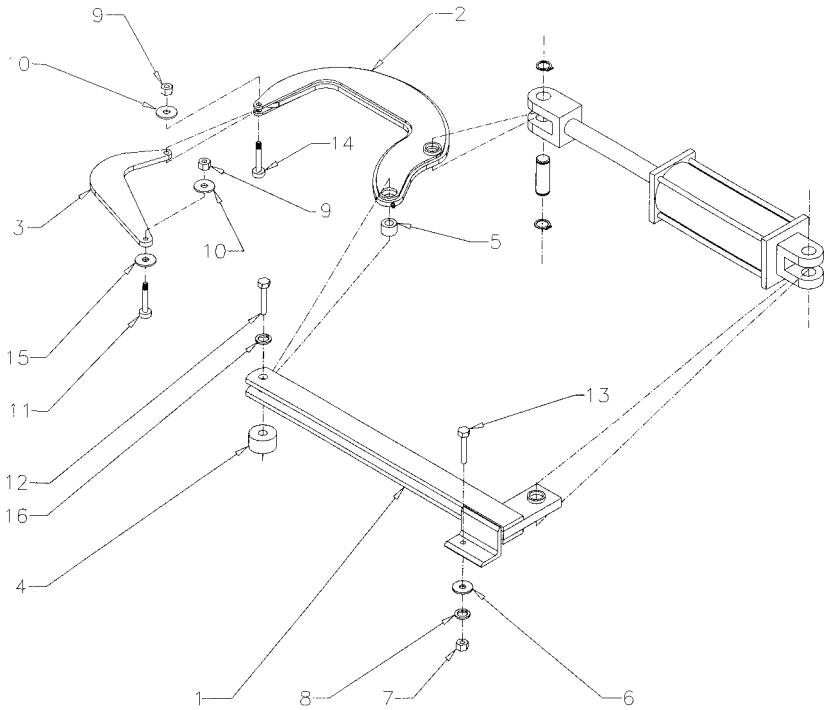

Figure 6
4. Retirer le boulon hex. 5/8''NC x 1 1/4'' qui tient l'attache supérieure trois points de la souffleuse. Fixez le support de cylindre (fig.6, item 1) sur le bâti au trou de 13/32''∅ avec un boulon hex. 3/8''NC x 1'' (fig.6, item 13), une rondelle plate (trou 7/16''∅), une rondelle de blocage et un écrou (fig. 6, items 6-7-8).
5. Fixez le basculeur (fig.6, item 2) sur le bâti en glissant la cale de pivot (fig.6, item 4) sous le support du cylindre vis-à-vis le trou 11/16''∅. Insérez le coussinet de rotation (fig.6, item 5) dans le trou 1 1/8''∅ du basculeur et glisser celui-ci entre les fers plats du support de cylindre. Serrez à l'aide d'un boulon hex. 5/8''NC x 3 1/2'' (fig.6, item 12) et d'une rondelle de blocage (fig.6, item 16).
6. Fixez le tirant de rotation (fig.6, item 3) en le glissant entre les plaques du basculeur, en graissant généreusement.
7. Insérez une vis à épaulement 3/8'' x 3/4''NC (fig.6, item 14) par dessous et serrez avec une rondelle plate (trou 3/8''∅) (fig.6, item 10) et un écrou stover 5/16''NC (fig.6, item 9), en s'assurant que le tirant pivote sans trop d'effort.
8. Fixez l'autre extrémité du tirant en la glissant entre les fers plats soudés sur la base de la chute. Glissez une rondelle plate de nylon (trou 7/16''∅) (fig.6, item 15) sous le tirant. Serrez avec une rondelle plate 3/8''∅ de trou (fig.6, item 10) et un écrou stover 5/16''NC (fig.6, item 9), en s'assurant que le mécanisme pivote sans trop d'effort.